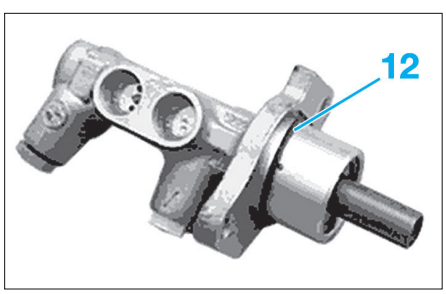

Fig. 30
- Remplacer le joint d'étanchéité (12) **(Fig.30)**.